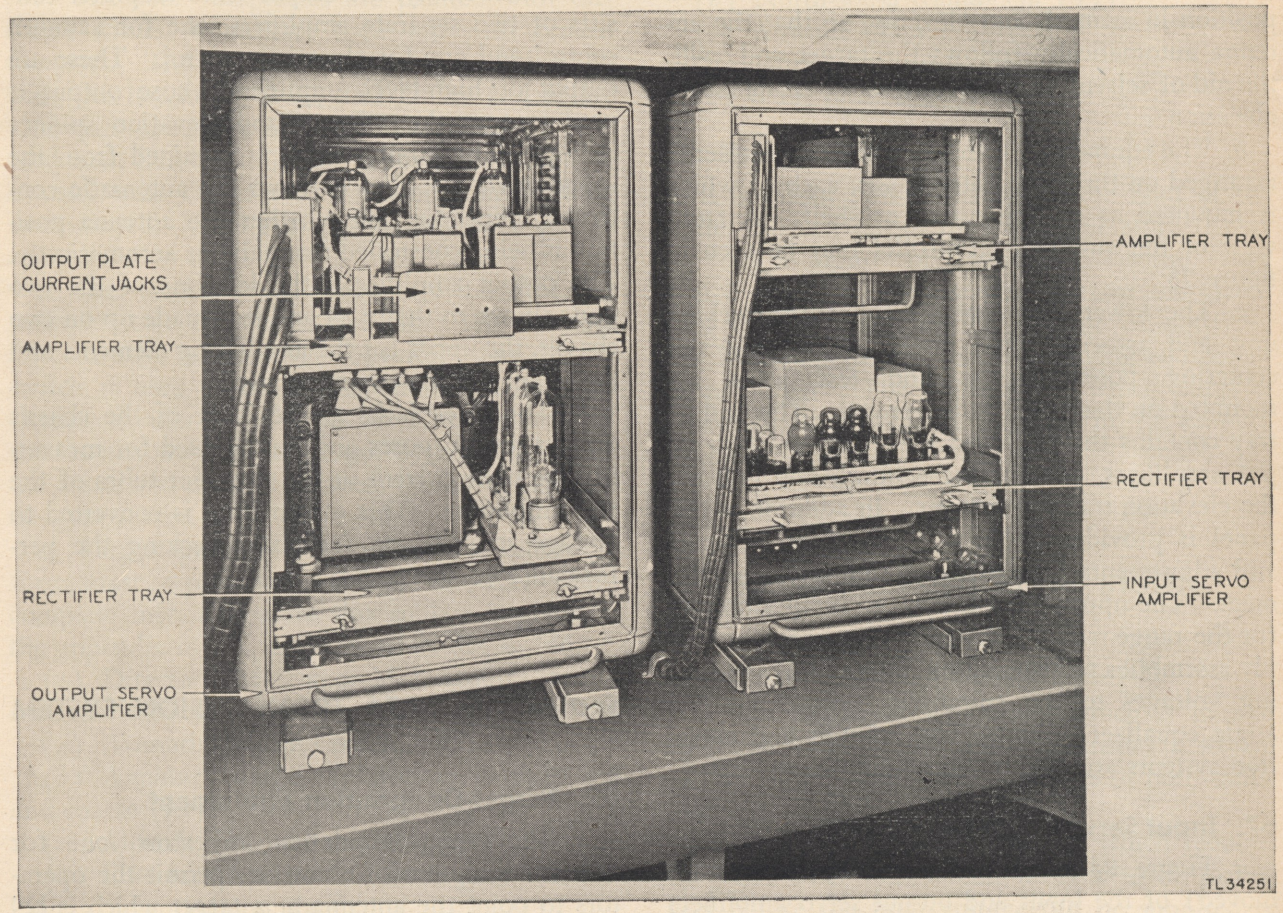

Figure 84. Input and output servo amplifiers, front view.
In order to follow a moving aerial target, the antennas must be moved in azimuth (horizontally) and elevation (vertically). The antenna is power driven in both azimuth and elevation, but this power may be controlled manually or automatically by operation of suitable switches on the azimuth and elevation control units. The automatic feature is obtained by use of the automatic controller described in paragraph 66. The power required to move the antenna is obtained from two sets of amplifiers (fig. 84), one for driving the azimuth spinner motor and one for driving the elevation spinner motor. Each set consists of a low-level and a high-level amplifier; these are known as input servo amplifier and output servo amplifier, respectively.
a. Figure 84 shows a front view (covers removed) of the input and output servo amplifiers with the input amplifier on the right.
a. Functionally, the output servo amplifier consists of two separate amplifiers, one for azimuth control and one for elevation control. These are output or high-level amplifiers whose output is used to turn the azimuth and elevation spinner motors. The input voltage is obtained from the input servo amplifier or from the automatic controller, depending on whether the antenna position is being controlled manually or automatically. The output amplifier is the left one of the two units shown in figure 84 and it is made up on two chassis, the upper for the amplifying elements and the lower for the power supply.